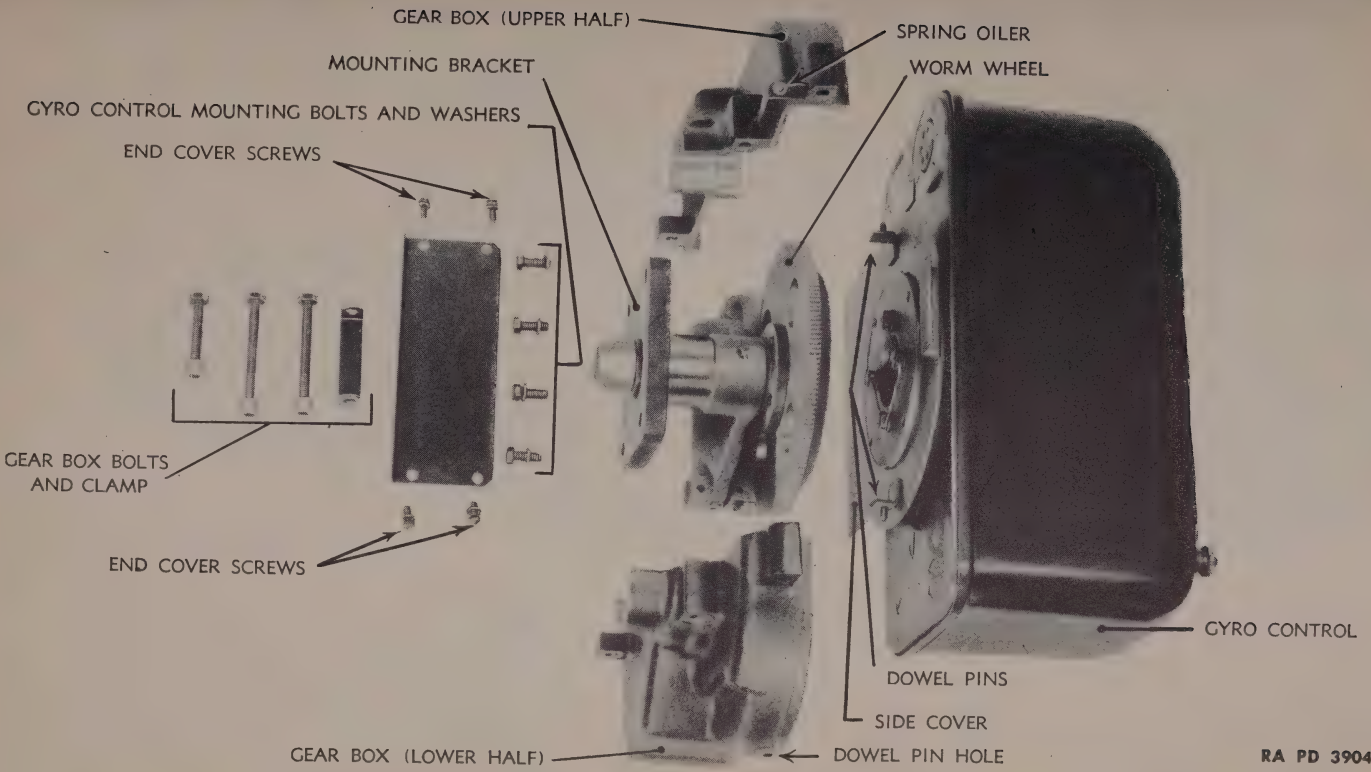

Figure 144—Gyro Control Gear Box Disassembled
(3) Remove gear box end cover (fig. 144) (6-in. screwdriver).
(4) Remove flexible shaft (6-in. screwdriver).
(5) Remove gear box clamp and two halves of gear box (3/8-in. and 7/16-in. open-end wrenches).
(6) Remove the four gyro control mounting bolts on worm wheel and remove control (3/8-in. box wrench).
(7) Install replacement unit, reverse the removal procedure.
(8) Check the operation of the complete stabilizer.